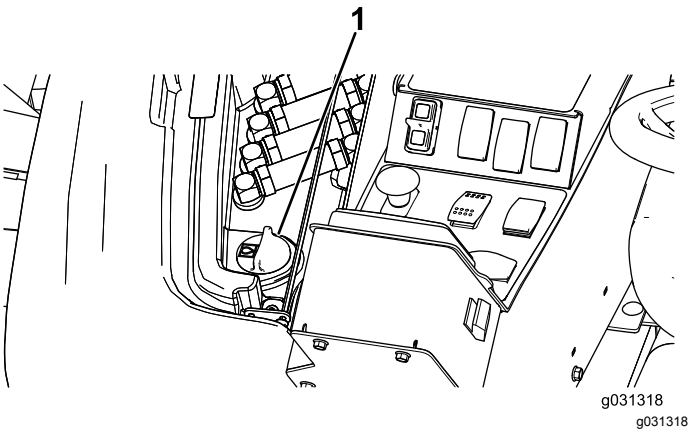

Bild 127
2. Heben Sie rechts an der Maschine die Abdeckung an, um den Hydraulikbehälterdeckel frei zu legen (Bild 127).
3. Reinigen Sie den Bereich um den Füllstutzen und den Deckel des Hydraulikölbehälters (Bild 127).